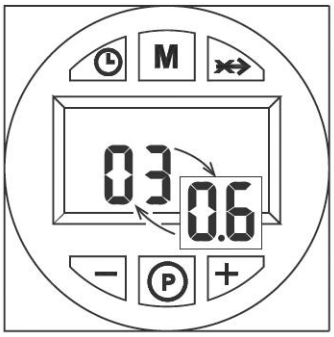

Рис.3 Метод А *Рис.3 Методы В+С*
- Версия программного обеспечения пользовательского интерфейса и контроллера (Рис. 3А)